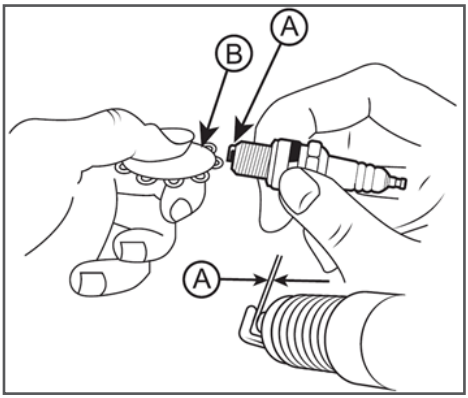

Рис. 21 Обслуживание свечи зажигания
4. Измерьте зазор A между электродами свечи зажигания специальным щупом B. Зазор должен быть 0,5 мм (Рис. 21). При увеличении или уменьшении требуемого зазора, рекомендуется заменить свечу, так как регулировка зазора может привести к изменению качества искрообразования.